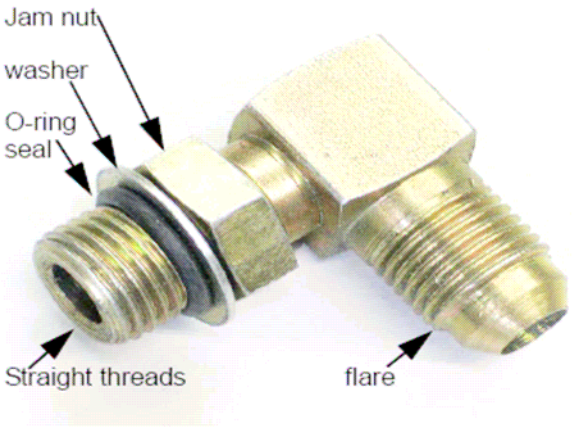

Figure 2.6
- When adjusting angle fittings, loosen the lock nut with one wrench while holding the fitting with a second wrench. Rotate the fitting to the desired angle, and tighten the lock nut. See Figure 2.6.